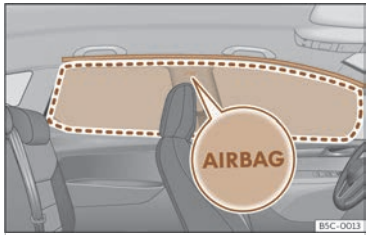

Fig. 34 Location of head-protection airbags.
Head-protection airbags are on both sides of the vehicle interior, above the doors ››› **Fig. 34** and their location is indicated with the word "AIRBAG".
The framed area is covered by the head-protection airbag when it is deployed (deployment area) ››› **Fig. 34**. Therefore, objects should never be placed or mounted in this area ››› ⚠.
- **Ensure that children are correctly seated in their seats and that their heads are not in the deployment zone of the head airbags ››› Fig. 34, as deploying airbags could hit them and cause serious injury.**